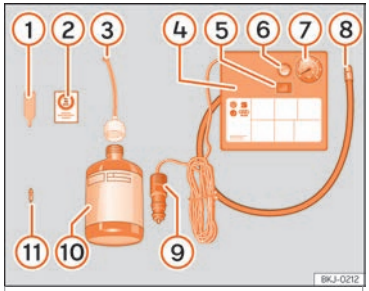

Fig. 31 Standard representation: anti-puncture kit contents.
The anti-puncture kit is located underneath the floor covering in the luggage compartment. It includes the following components ››› Fig. 31:
- Unscrew the tyre valve cap and insert. Use the ››› Fig. 31 ① tool to remove the insert. Place it on a clean surface.
- Shake the tyre sealant bottle vigorously ››› Fig. 31 ⑩.
- Screw the inflator tube ››› Fig. 31 ③ into the sealant bottle. The bottle's seal will break automatically.
- Remove the lid from the filling tube ››› Fig. 31 ③ and screw the open end of the tube into the tyre valve.
- Place the insert back into the tyre valve using the tool ››› Fig. 31 ①.
- Screw the compressor tyre inflator tube ››› Fig. 31 ⑧ into the tyre valve.
- Check that the air bleed screw is closed ››› Fig. 31 ⑥.
- Insert the connector ››› Fig. 31 ⑨ into the vehicle's 12-volt socket ››› page 138.
- Turn the air compressor on with the ON/OFF switch ››› Fig. 31 ⑤.
- Attach the sticker ››› Fig. 31 ② to the instrument cluster, within the driver's visual field.
Screw the inflator tube ››› Fig. 31 ⑤ again and check the pressure on the gauge ⑥.